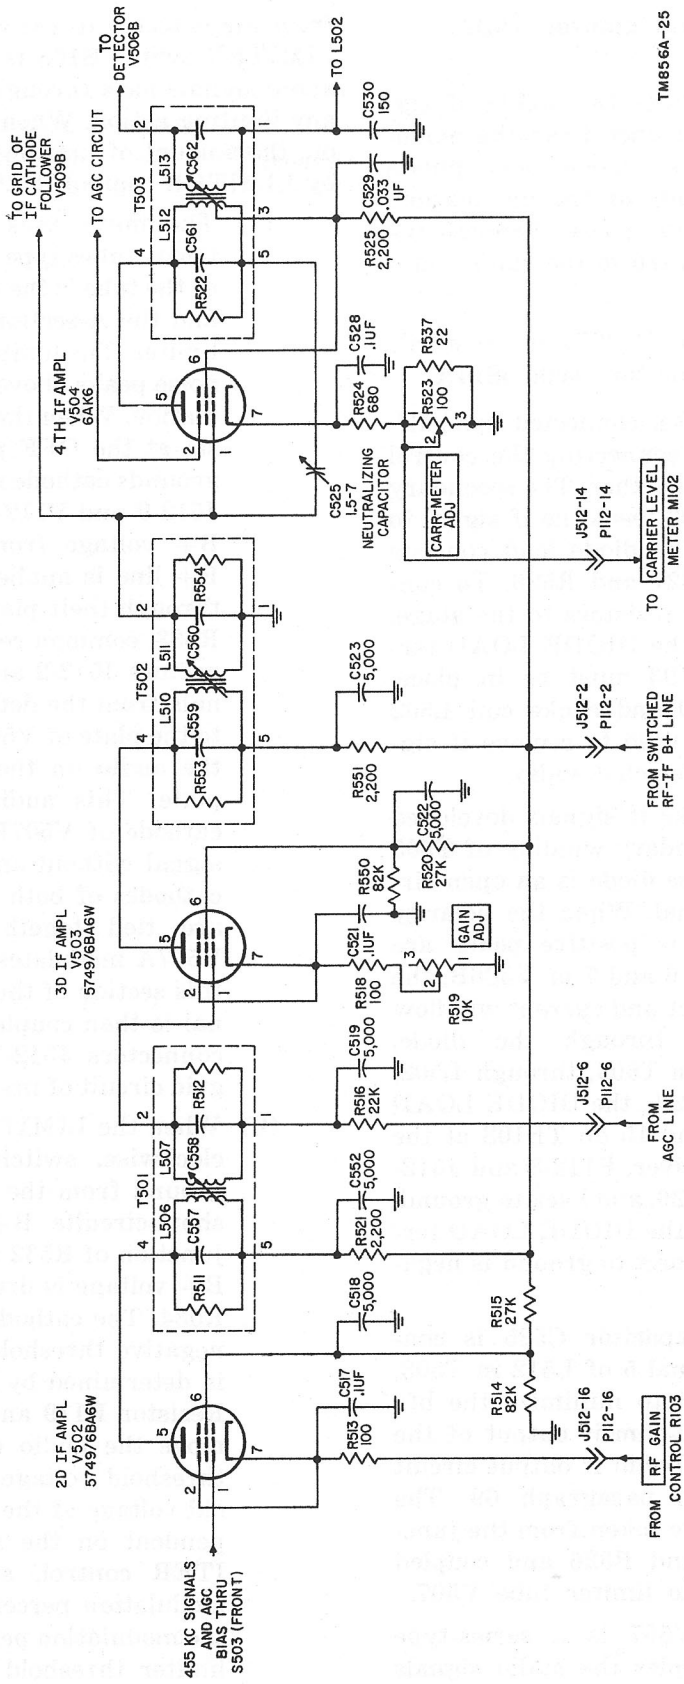

Figure 33. Second, third, and fourth if amplifiers V502 through V504, schematic diagram.
(fig. 33)
b. Figure 33 shows that variable resistors are found in the cathode circuits of V502, V503, and V504. RF GAIN control R103 (5K) and resistor R513 provide cathode bias for V502. The RF GAIN control also adjusts the bias of rf amplifier V201 (par. 55*b*) and first if amplifier V501 (par. 63*a*). Capacitor C517 prevents cathode degeneration. GAIN ADJ control R519 and resistor R518 are the cathode-biasing resistors for V503. Screw-driver-adjusted GAIN ADJ control R519 is adjusted during alignment so that the if amplifiers will yield sufficient amplification to produce —7 volts potential at the DIODE LOAD terminals on the rear panel of the receiver when an unmodulated 150-microvolt signal is fed into the if subchassis at connector J513. This adjustment compensates for the variation in tube gain, and the loss of tube gain as a result of aging. The cathode circuit of V504 contains R524 in series with the parallel combination of R537 and screw-driver-adjusted CARR-METER ADJ control R523. The setting of this adjustment has little effect on the gain of V504, as it varies the cathode resistance of V504 between 680 and 698 ohms. Tube V504 is used as one leg of a bridge circuit containing CARRIER LEVEL meter M102 (par. 70*d*).